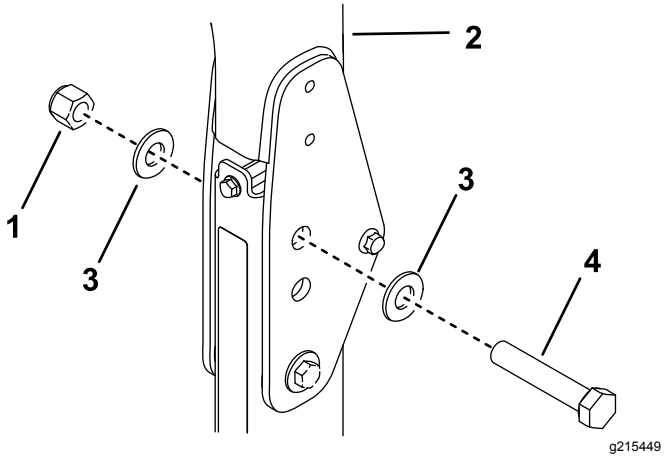

Figure 26
B. Placez une rondelle (13/16" x 1-1/2") sur chaque boulon (3/4" x 4"), comme montré à la Figure 26.
C. Placez les boulons et rondelles dans les trous occupés précédemment par les axes (Figure 26).
D. Placez une autre rondelle sur chaque boulon et fixez le tout avec des écrous (3/4"), comme montré à la Figure 26.